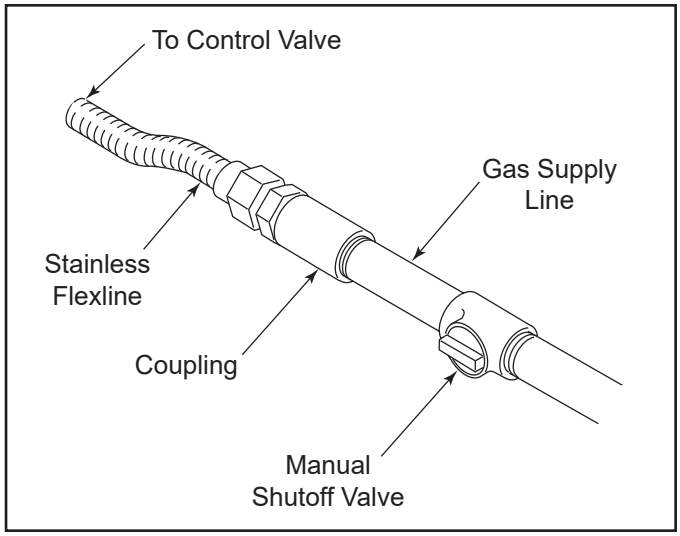

Figure 4.1 Gas Connection
- Pipe incoming gas line into firebox. See Figure 4.1.